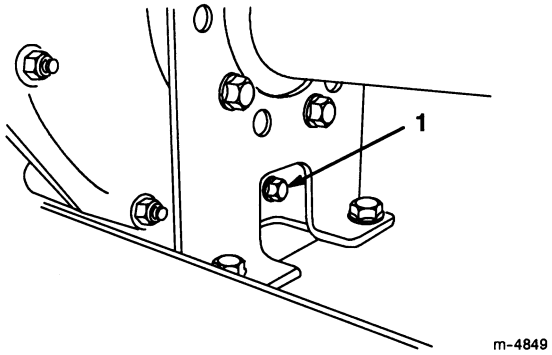

Afbeelding 27
2. Verwijder de aftapplug aan de rechterzijde van het reservoir (Afb. 27) en laat de vloeistof in de opvangbak stromen. Als er geen vloeistof meer naar buiten stroomt, plaats u de aftapplug terug en draait u deze stevig vast.